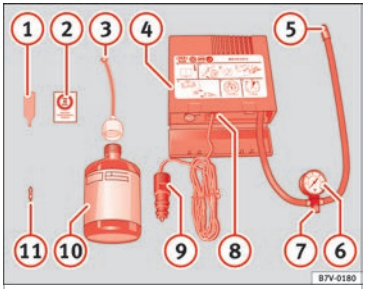

Fig. 67 Standard representation: contents of the anti-puncture kit.
- Unscrew the tyre valve cap and insert. Use the ››› **Fig. 67** ① tool to remove the insert. Place it on a clean surface.
- Shake the tyre sealant bottle vigorously ››› **Fig. 67** ⑩.
- Screw the inflator tube ››› **Fig. 67** ③ into the sealant bottle. The bottle's seal will break automatically.
- Remove the lid from the filling tube ››› **Fig. 67** ③ and screw the open end of the tube into the tyre valve.
- Place the insert back into the tyre valve using the tool ››› **Fig. 67** ①.
- Screw the compressor tyre inflator tube ››› **Fig. 67** ⑤ into the tyre valve.
- Check that the air bleed screw is closed ››› **Fig. 67** ⑦.
- Insert the connector ››› **Fig. 67** ⑨ into the vehicle's 12-volt socket ››› page 152.
- Turn the air compressor on with the ON/OFF switch ››› **Fig. 67** ⑧.